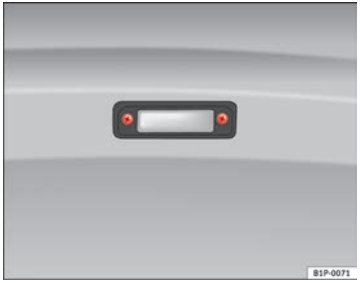

Fig. 210 Number plate light
– Unscrew the screws to remove the bulb ⇒ Fig. 210.